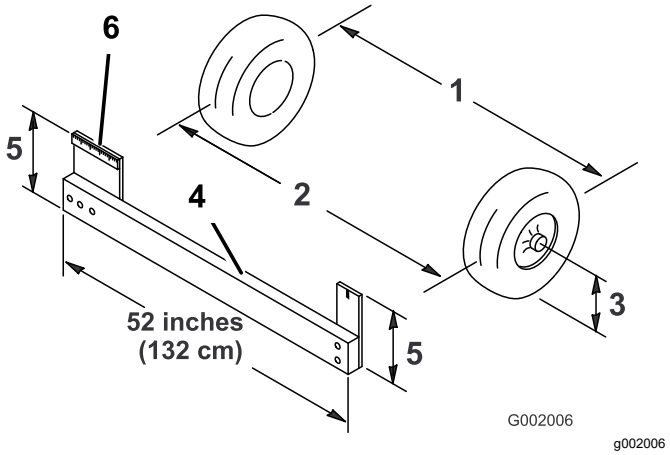

**Figura 51**
4. Meça a distância entre os pneus dianteiros na altura do eixo na parte da frente e na parte de trás dos pneus dianteiros (Figura 51).
**Nota:** Você precisará de um dispositivo de fixação ou medidor de alinhamento para medir a parte de trás dos pneus dianteiros na altura do eixo. Use o mesmo dispositivo de fixação ou medidor de alinhamento para medir com precisão a parte da frente dos pneus dianteiros na altura do eixo (Figura 51).